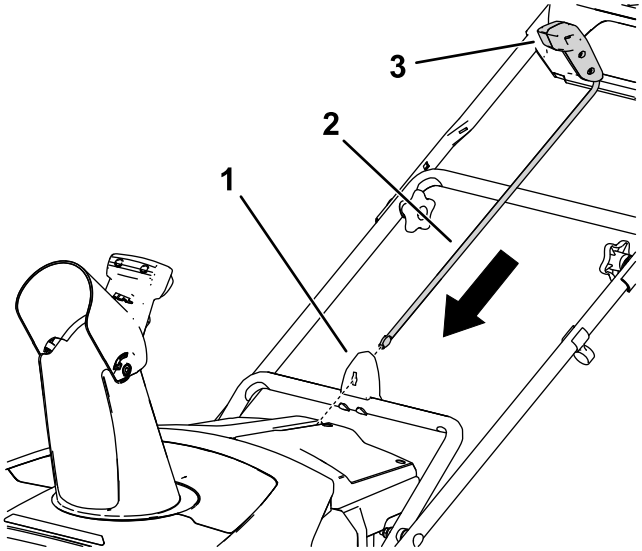

Figur 7
1. Sørg for, at slisken vender fremad (Figur 7).
2. Når håndtaget vender fremad, skal du sætte sliskekontrolstangen ind i styret og skubbe den ned, indtil den klikker på plads (Figur 7).